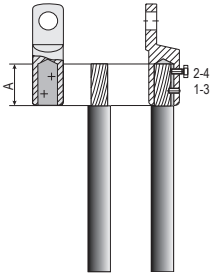

Рисунок 4
4.13.3 Установить на жилу наконечник до упора в изоляцию и подтянуть от руки болты в порядке 1–2 (рисунок 4).
4.13.4 Затянуть болты до срыва головок в порядке 3–4 (рисунок 4).